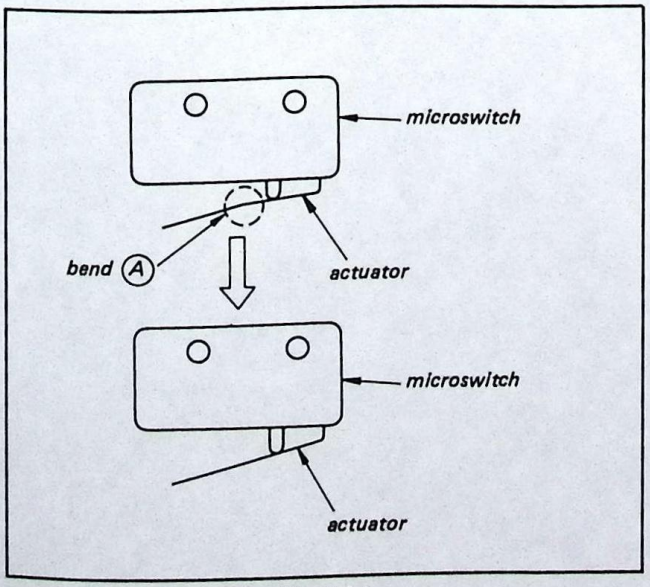
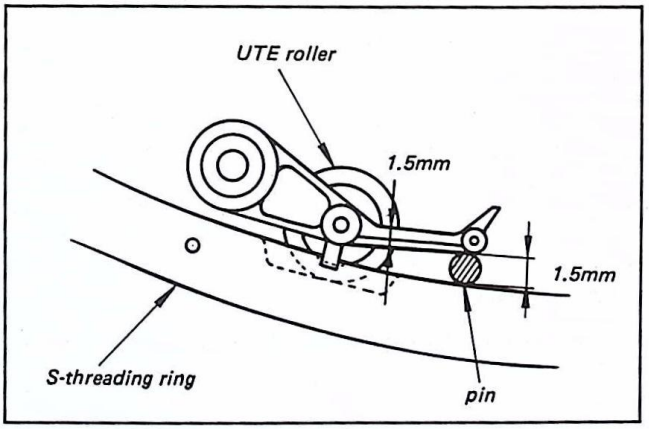

Fig. 3-24
Fig. 3-25
2) Change the bend of the switch actuator as shown in Fig. 3-24 if the switch turns on when a ϕ 0.6 pin inserted.
Caution: Insert the ϕ1.5 and 0.6 pins in the positions shown in Fig. 3-24. (If the pins are inserted too close to the UTE roller side as shown in Fig. 3-25, the clearance inside will be less than 1.5 mm, even though it is 1.5 mm at the entrance, because of the switch construction.